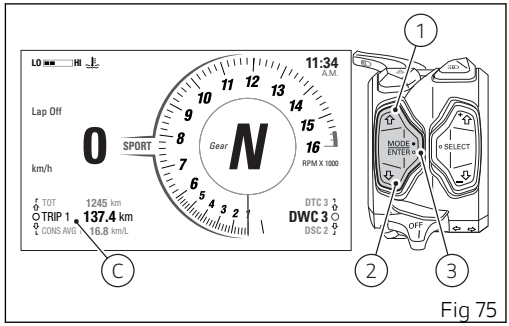

Fig 75
Trip information “TRIP 1" (C, Fig 75), "CONS. AVG 1", "SPEED AVG 1" and "TRIP 1 TIME" can be reset by pressing the ENTER button (3) when selected: the message "RESET?" is displayed instead of the data. To cancel press button (1) or (2), to confirm press the ENTER button (3).